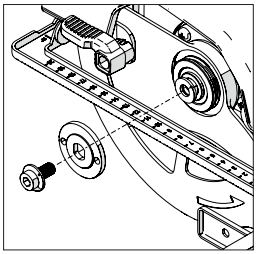

Rys. 4
- Przy pomocy klucza imbusowego należy poluzować i usunąć śrubę, powiązane elementy mocujące i zewnętrzną podkładkę. **(Rys. 4)**